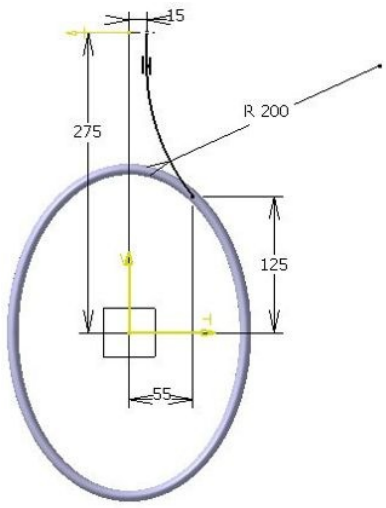

Figure 10-73 *The sketch of the guide curve for creating the second sweep feature*
d. Create the second sweep surface, refer to Figures 10-73 through 10-76.
2. Draw the guide curve, as shown in Figure 10-73.